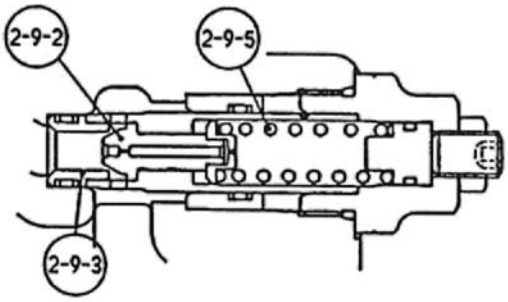

Figure 9 Operation of relief valves
A.Relief valve operation and functions (Figure 9)